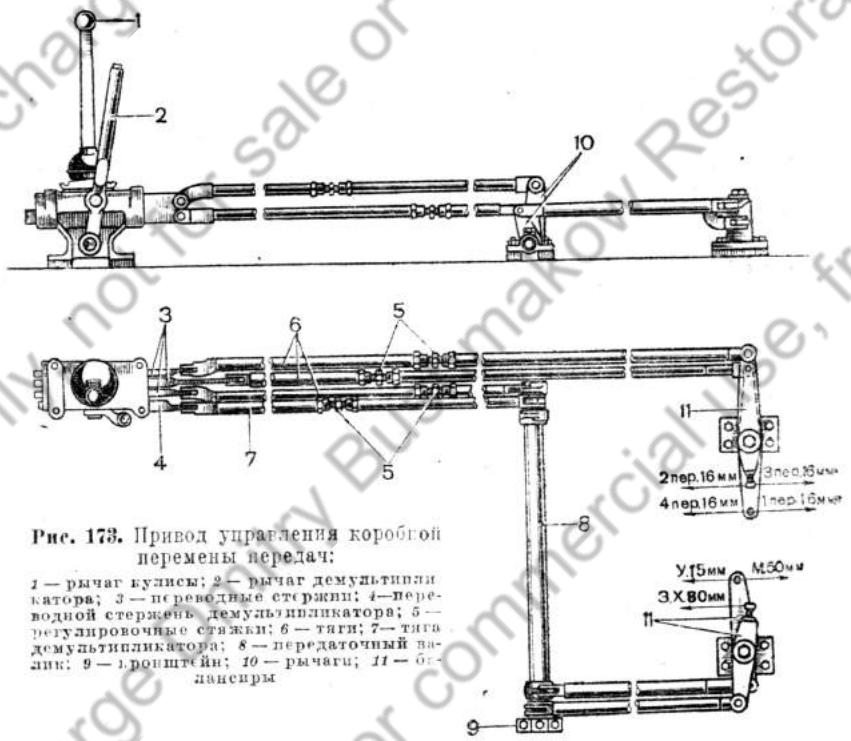

Рис. 173. Привод управления коробкой перемены передач:
1. Поставить рычаг кулисы *1* (рис. 173) и рычаг демультипликатора *2* в нейтральное положение.
3. Отрегулировать длину тяг *6* и *7* (рис. 173) стяжками так, чтобы отверстия в проушинах этих тяг совпали с отверстиями в переводных стержнях кулисы, и соединить их пальцами.
4. Разъединить тяги *6* и *7* (рис. 173) с переводными стержнями кулисы. Открыть замок, поставив его стрелку в интервале «Открыт».
7. Установить рычаг кулисы *1* (рис. 173) и рычаг демультипликатора *2* в нейтральное положение. Отрегулировать длину тяг *6* и *7* стяжками таким образом, чтобы отверстия в проушинах этих тяг совпали с отверстиями в переводных стержнях кулисы, и соединить их пальцами.
5. Установить рычаг кулисы и рычаг демультипликатора в нейтральное положение. Отрегулировать длину тяг *6* и *7* (рис. 173) так, чтобы отверстия в проушинах этих тяг совпали с отверстиями в переводных стержнях кулисы, и соединить тяги пальцами.